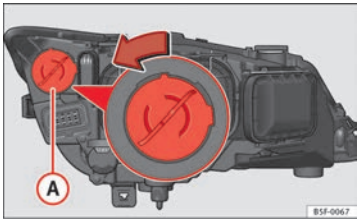

Fig. 141 Daylight bulb
– Turn bulb holder ⇒ Fig. 141 (A) to the left and pull.